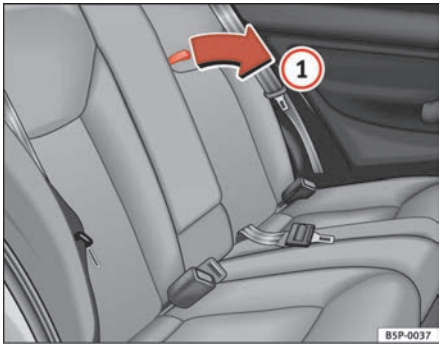

Fig. 110 Opening the rear drink holders
– To open, pull the loop in the direction of the arrow ⇒ page 139, fig. 110 (1).